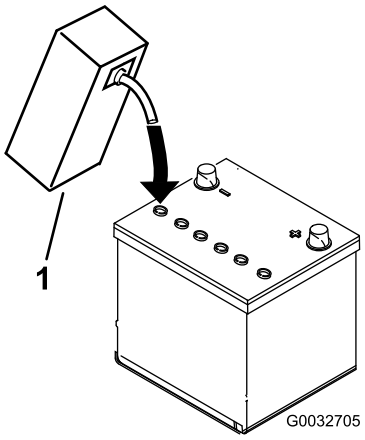

Figur 7
3. Fyld forsigtigt hver celle med elektrolyt, indtil pladerne er dækket med ca. 6 mm væske (Figur 7).
elektrolytstanden op til ca. 6 mm fra bunden af påfyldningshullet (Figur 7).